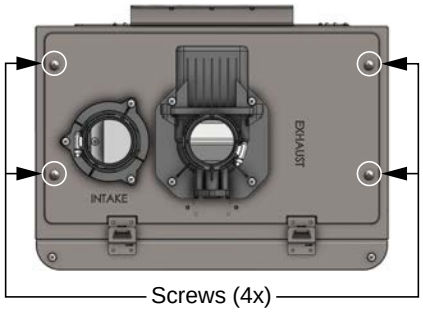

Figure 32 - Remove Screws from Top Plate
1. Turn **OFF** power and gas supply to the water heater. Remove the four screws from the top plate of the water heater as shown in Figure 32.